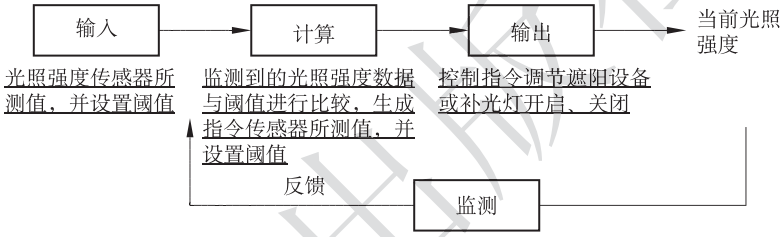

图 1.2.9　光照控制系统工作过程示意图
1. 请在图 1.2.9 中，绘制出光照控制系统或温度控制系统工作过程示意图。